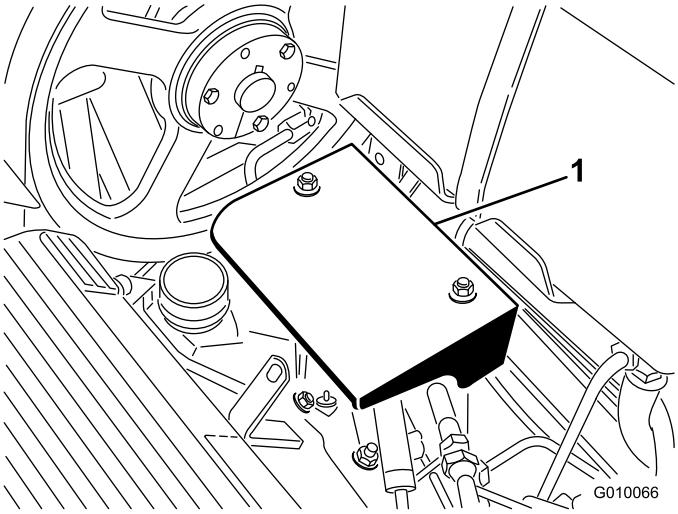

Figur 57
2. Ta bort pumpsköldens två monteringsmuttrar och ta bort skölden (Figur 57).